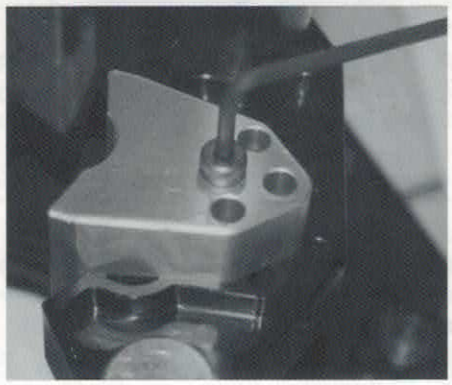

Figure 2
1. With a 1/8" hex key, remove one of the ¼" shoulder bolts from one of the clamping blocks and slide the clamping block on the carriage (Figure 2)